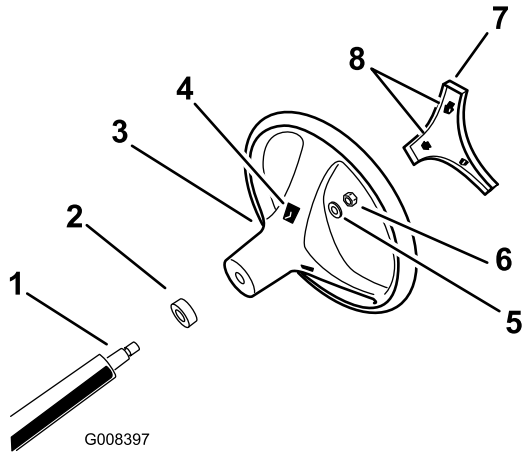

**Figur 3**
4. Säkra ratten vid axeln med hjälp av muttern (Figur 3). Dra åt muttern till 24–30 Nm.